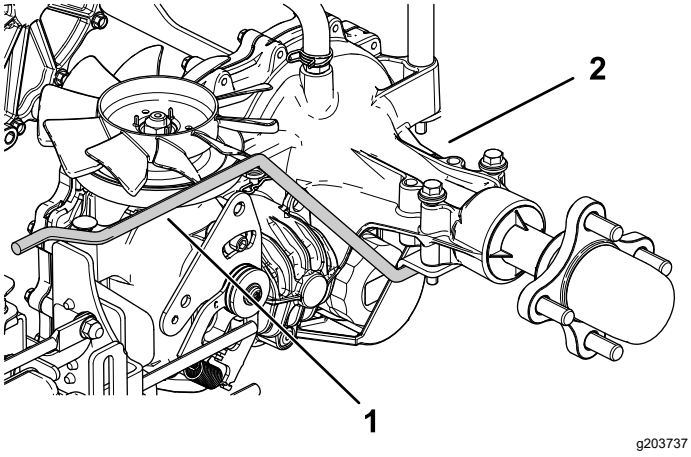

Figur 5
1. Fjern de eksisterende bageste støttestænger fra hydrostaten (Figur 5).